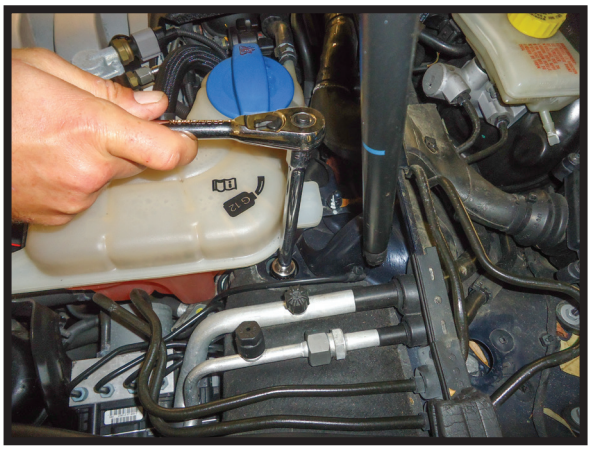

FIGURE 3
4. LOCATE AND REMOVE THE THREE (3) TOP MOUNTING BOLTS. (FIGURE 3)